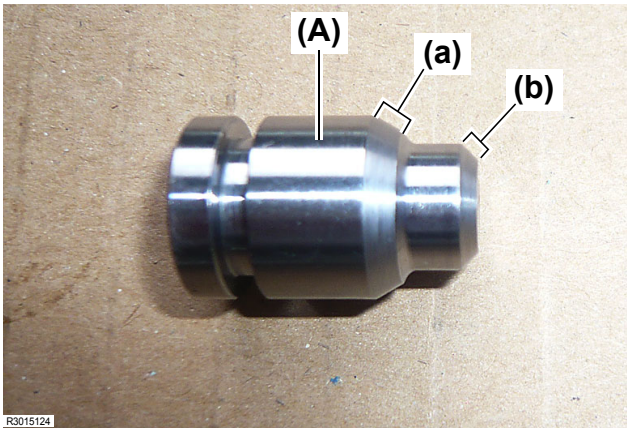

Fig. 7
4. The portion (a) **(Fig. 7, (a))** and (b) **(Fig. 7, (b))** of the plunger valve **(Fig. 7 (A))** are machined sealing surfaces. If the portion (a) **(Fig. 7, (a))** or (b) **(Fig. 7, (b))** is found to be damaged, replace the plunger valve **(Fig. 7 (A))** with a new one. Failure to do so causes the attachment to naturally move downward due to oil leaking past the plunger. Also inspect the bore in the control valve for any damage.